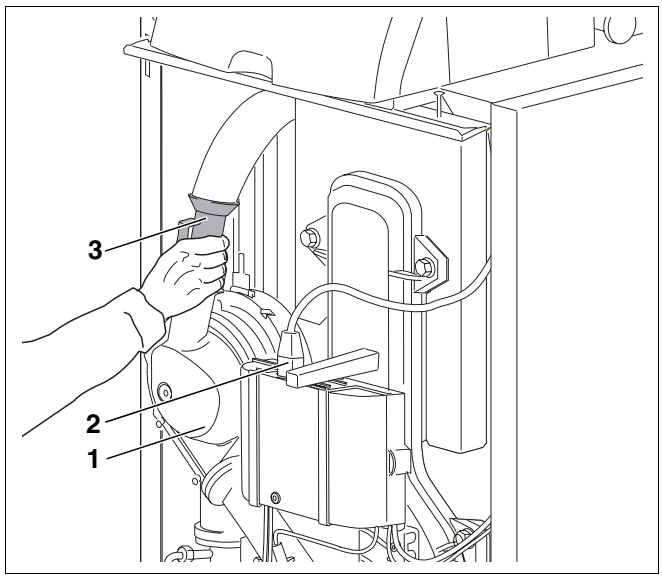

Abb. 50 Venturirohr abnehmen
- Netzstecker (Abb. 50, **Pos. 2**) vom SAFe abziehen.
- Venturirohr (Abb. 50, **Pos. 3**) vom Verbrennungsluftanschluss (Abb. 50, **Pos. 1**) demontieren.